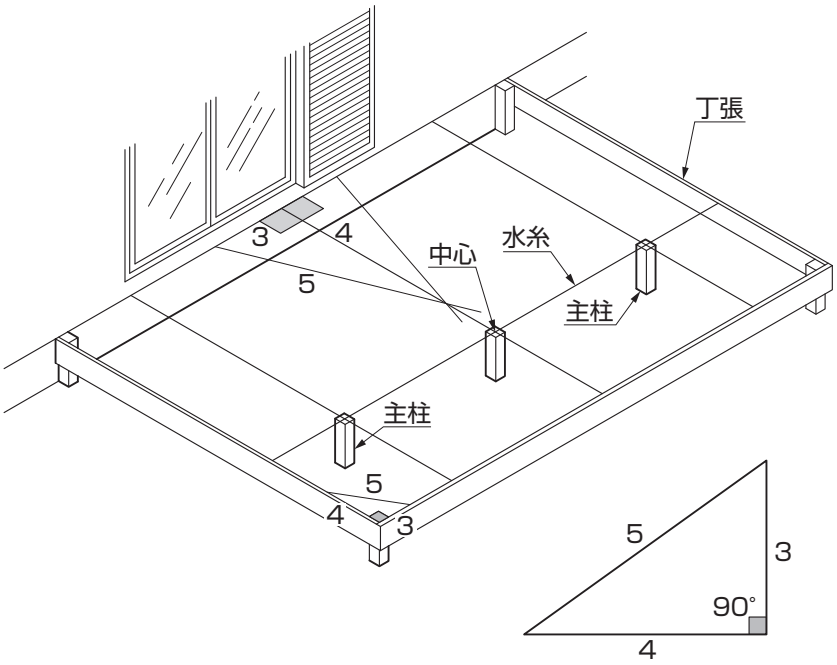

図1-1　直角出し寸法
①「自然浴家族 ジーマ －本体編－（E273）」を参照して、ジーマ本体の取付け位置とジーマ面床レベルを決めてください。
②前面・両側面に丁張を組んでください。
③躯体に柱寸法の印を付け、図1-1の直角出し寸法の方法で直角を出し、本体の中心位置出しをしてください。
④本体の中心の位置から、両側の主柱位置を決めてください。